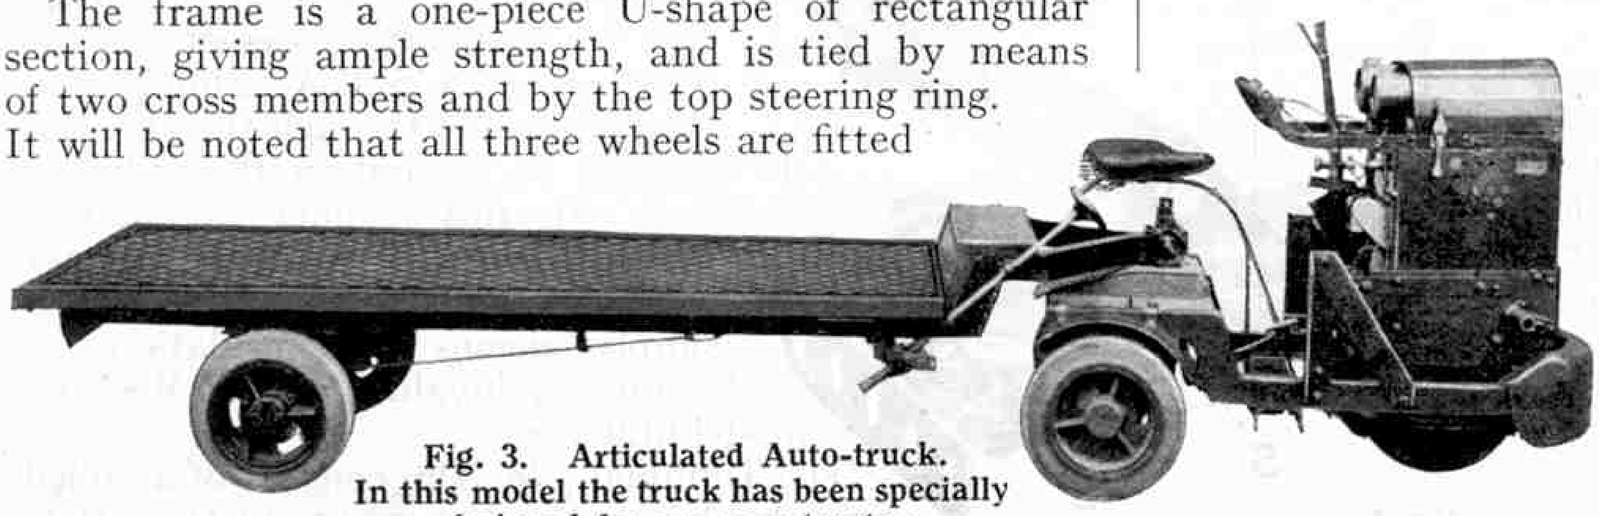

Fig. 3. Articulated Auto-truck. In this model the truck has been specially designed for use as a tractor.
Another type of Lister truck, specially designed for drawing a trailer, is shown in Fig. 3. The mechanical features of this truck are similar to those of the other models, but the chassis has been shortened to give greater mobility when drawing a train of trailers. As will be seen, the trailer has two wheels only and is attached pivotally to a point above, and a little in front of, the rear axle of the truck. A screw-operated brake acting on the rear axle of the trailer is brought into operation by a handle situated within convenient reach of the driver.
Fig. 3 shows a 6 B.A. Bolt 5 used as the contact stud in a Meccano Morse key, or tapper. The bolt is insulated from the base plate, but the key 4 is in metallic contact with it. One wire is attached to the bolt 5 and another to the base plate, so that the circuit is completed whenever the bolt 8 of the key touches bolt 5.